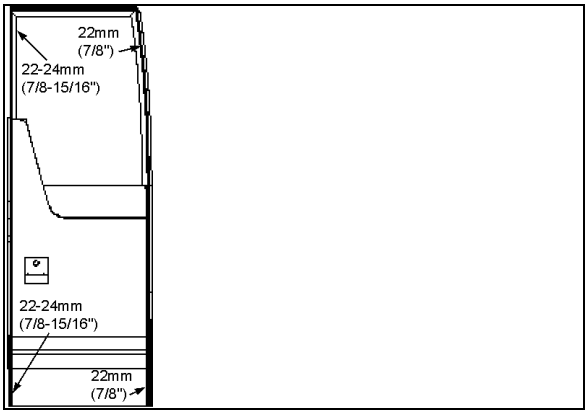

FIGURE 33: AJUSTEMENT DE LA COMPRESSION DU JOINT 18632
2. Depuis l'extérieur du véhicule, insérer un bord droit dans le trou le long du périmètre extérieur de la porte. Mesurer la distance entre l'encadrement de porte et la surface extérieure de la porte aux quatre coins de la porte (Voir Figure 33).